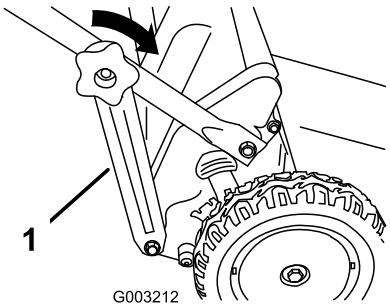

Figur 6
5. Fest håndtaksbrakettene (Figur 6) til sidene av det nedre håndtaket.